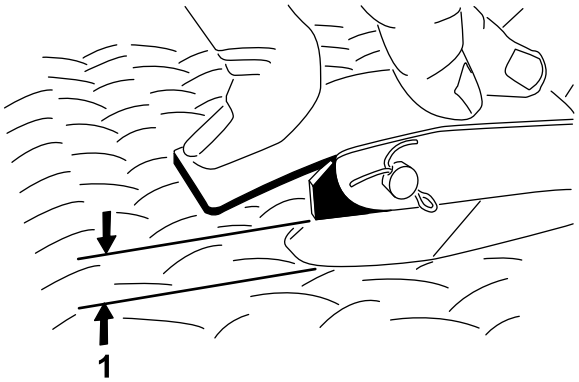

**Figura 61**
6. Ajuste la articulación esférica del cable del acelerador y/o las contratuercas del cable con la palanca del acelerador contra el tope de ralentí alto hasta que haya una distancia de 2.54 mm – 6.35 mm (0.10"–0.25") entre el brazo del pedal del acelerador y el borde superior del dibujo rombos de la chapa de suelo al aplicar una fuerza de 11.3 kg (25 libras) al centro del pedal (Figura 61). Apriete la contratuerca.